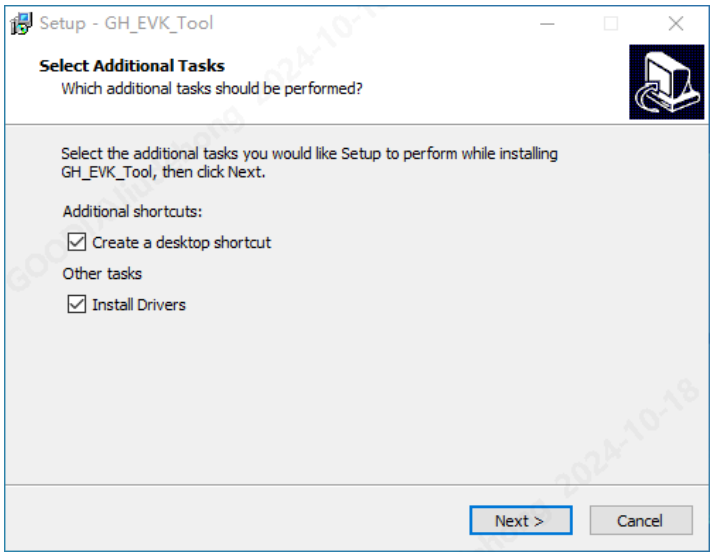

Figure 3-3 Select Additional Tasks
3. Determine whether to create a desktop shortcut and install the drivers automatically as required and click Next (see Figure 3-3).